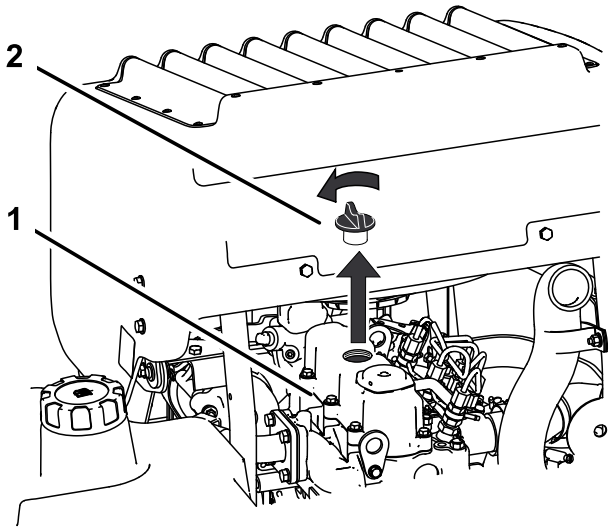

Figuur 33
6. Verwijder de vuldop op de bovenkant van de motor (Figuur 33). Hierdoor kan de olie makkelijker weglopen.
2. Verwijder de vuldop en de peilstok (Figuur 33).